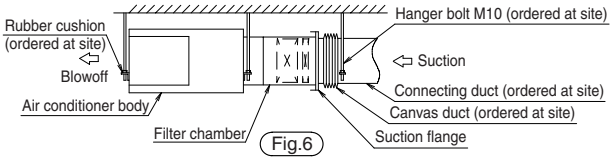

Fig.6
(3) In the case of connecting the site-duct to the blowoff outlet of the air conditioner body and to the inlet of the filter chamber, fit the canvas duct (ordered at site) to the inlet flange, so that vibration of the machine body may not transmitted to the duct and the ceiling (Fig.6).